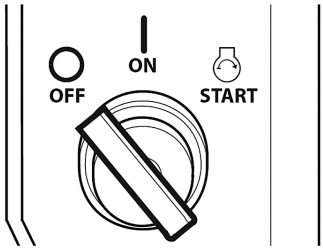

Рис. 23 Положения замка зажигания
ложение «ON» (Включено). (Рис. 23).
1. Вставьте ключ в замок зажигания. Поверните ключ в замке зажигания в положение «ON» (Включено). (Рис. 23).
4. Поверните ключ зажигания в положение «OFF» (ВЫКЛЮЧЕНО) (Рис. 23).